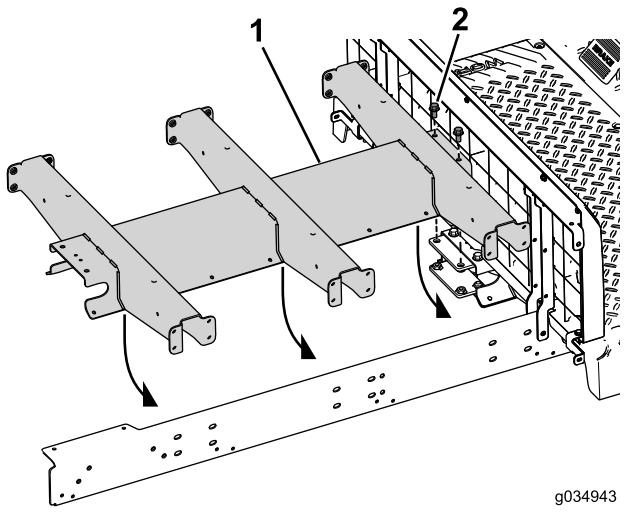

Figur 24
4. Før de to bolte (3/8 x 3/4 tommer) igennem midterkanalen og bagholderen (Figur 24).